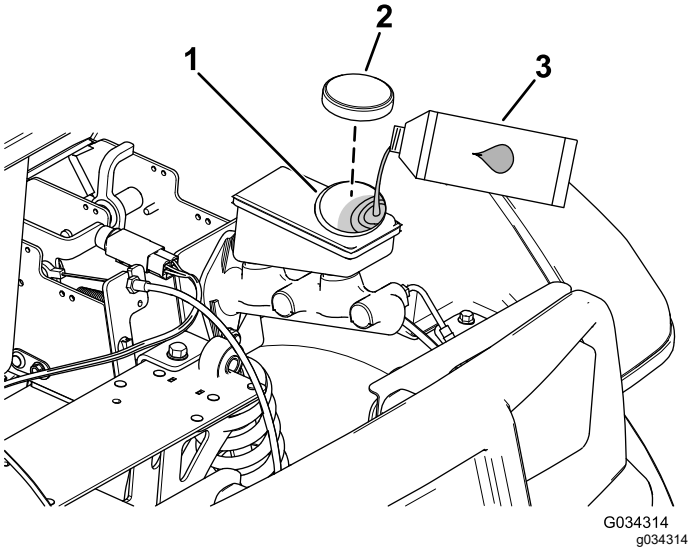

Figura 55
2. Eleve el capó para acceder al cilindro del freno principal y al depósito (Figura 55).
A. Limpie la zona alrededor del tapón del depósito y retire el tapón (Figura 55).
C. Coloque el tapón del depósito (Figura 55).